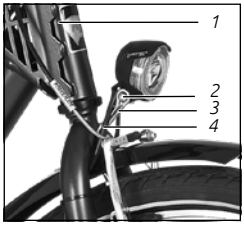

Fig. :38
2. Pour régler le support, dévissez la *« vis 1 » (voir « Fig. :38 (4) »)* dans le sens inverse des aiguilles d'une montre jusqu'à pouvoir le faire tourner. Tournez le support dans la position adéquate et resserrez la vis dans le sens des aiguilles d'une montre en appliquant une force mesurée.
1. Dévissez la *« vis 2 » (voir « Fig. :38 (2) »)* dans le sens inverse des aiguilles d'une montre jusqu'à pouvoir incliner le feu avant vers l'avant ou vers l'arrière avec une légère résistance.